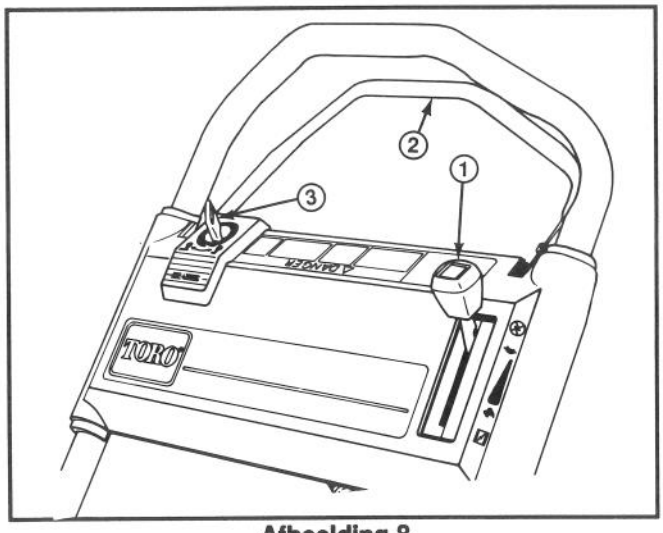
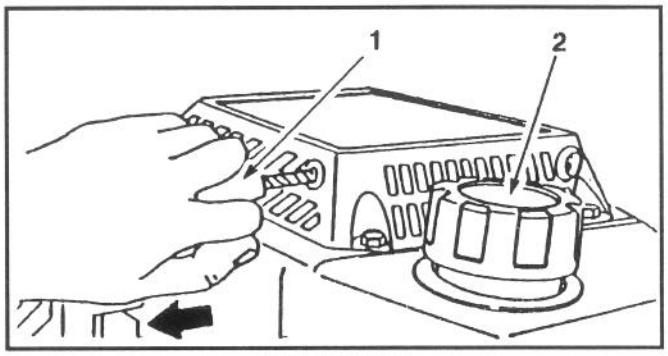
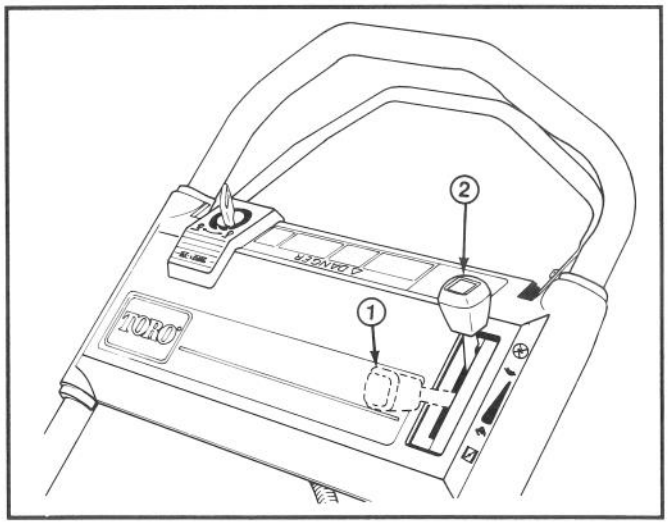

Afbeelding 8
Afbeelding 9
Afbeelding 10
BEDIENINGSSYSTEMEN—Contactsleutelschakelaar gasklep en zelfaandrijvingsstang bevinden zich op de bovenste hendel (Afb. 8). Vingertop-starter bevindt zich op de motor (Afb. 9).
2. KEY-LECTRIC STARTEN—Zet de gasklep op CHOKE (Afb. 10). Draai de sleutel (Afb. 8) op START en laat los, wanneer de motor begint te draaien. Zet de gasklep op FAST of regel de motorsnelheid naar wens. Indien de accuspanning te laag is om de motor te starten, de repeteerstarter gebruiken (Afb. 9).
3. MANUEEL STARTEN—Zet de gasklep op CHOKE (Afb. 10). Trek de repeteerstarter op de motor uit tot het touw strak staat en trek vervolgens krachtig om de motor te starten. Als de motor start, de gasklep op FAST zetten of de rijsnelheid naar wens afstellen.
4. STOPPEN (Afb. 10)—Om de motor uit te schakelen, de gasklep achteruit in de ENGINE OFF stand zetten. Trek de draad uit de bougie wanneer de maaier onbewaakt wordt achtergelaten of niet wordt gebruikt.